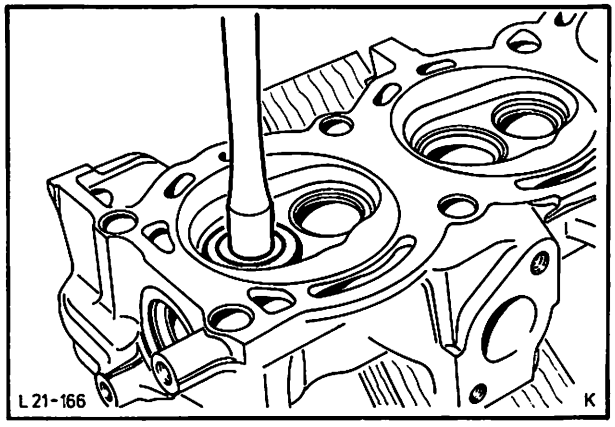

Abb. 240 Ventil im Zylinderkopf einschleifen, „C"-Motor
3. Ventil in Zylinderkopf einschleifen, Abb. 240. Ventil und Ventilsitz von Schleifpasteresten reinigen und einölen. Ventil einsetzen und Keilnuten mit Klebefolie abkleben.